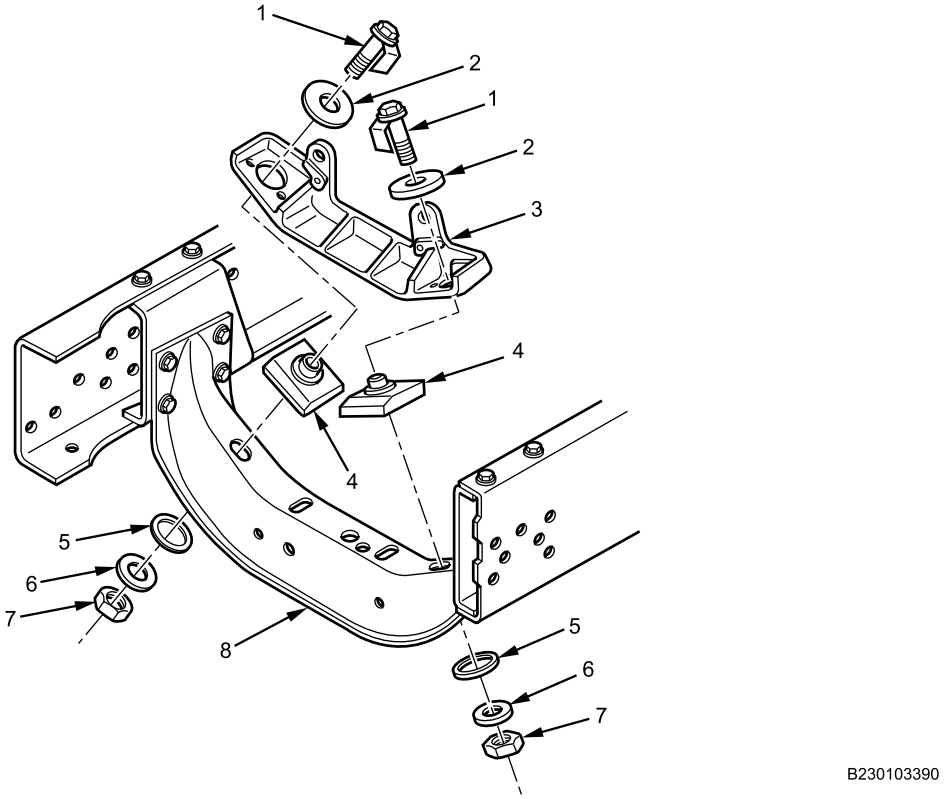

Figure 7. Engine Mount Insulator.
2. Install two engine mount insulators (Figure 7, Item 4) on engine mount crossmember (Figure 7, Item 8).
4. Lower front of engine so front motor mount bracket (Figure 7, Item 3) is aligned with engine mount insulators (Figure 7, Item 4) and engine crossmember (Figure 7, Item 8) mounting holes.
5. Install two bolts (Figure 7, Item 1) and insulators (Figure 7, Item 2) into front engine mount bracket (Figure 7, Item 3).
6. Install new O-rings (Figure 7, Item 5), flat washers (Figure 7, Item 6), and new locknuts (Figure 7, Item 7) on bolts (Figure 7, Item 1). Tighten nuts securely.